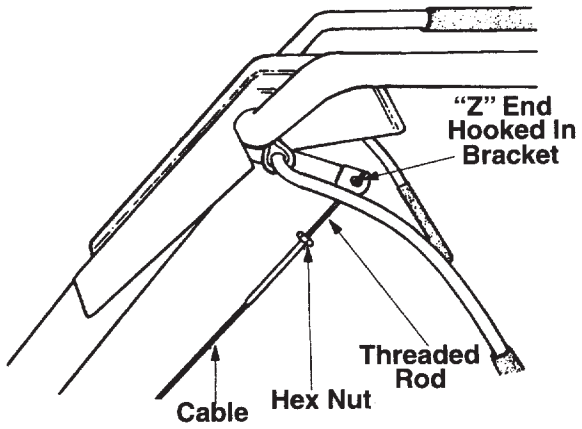

Figure 3. - Model 340
2. Unthread the rod from the rest of the cable. Hook the "Z" end of the rod into the bracket underneath the handle assembly from the right hand side. **(See Figure 3)**